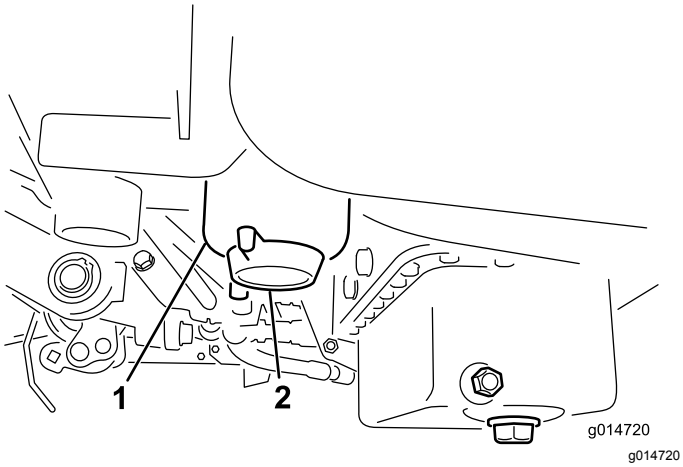

Figur 28
3. Åpne tappepluggen på drivstoffilteret ca. én omdreining, og tapp ut oppsamlet vann (Figur 28).